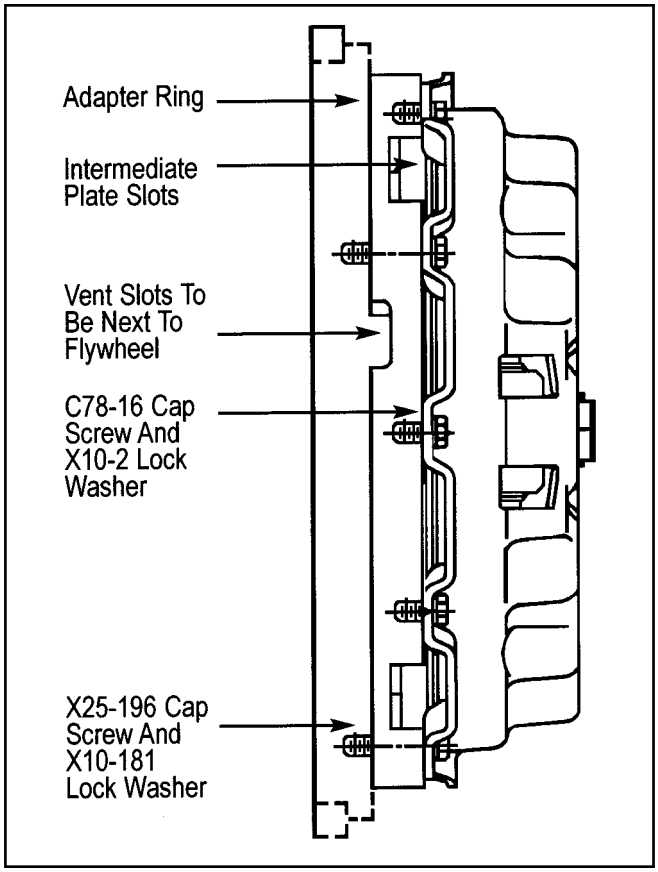

Figure 8. 330-2 Plate
* For Chevrolet/GMC application with 409/427 engines having 7/16-14 mounting bolts use Adapter Kit AK 316 (Figure 8).